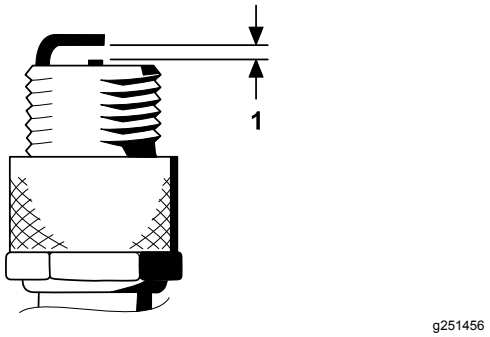

Figur 44
4. Indstil gnistgabet mellem midten og siden af elektroderne til 0,76 mm som vist i Figur 44.